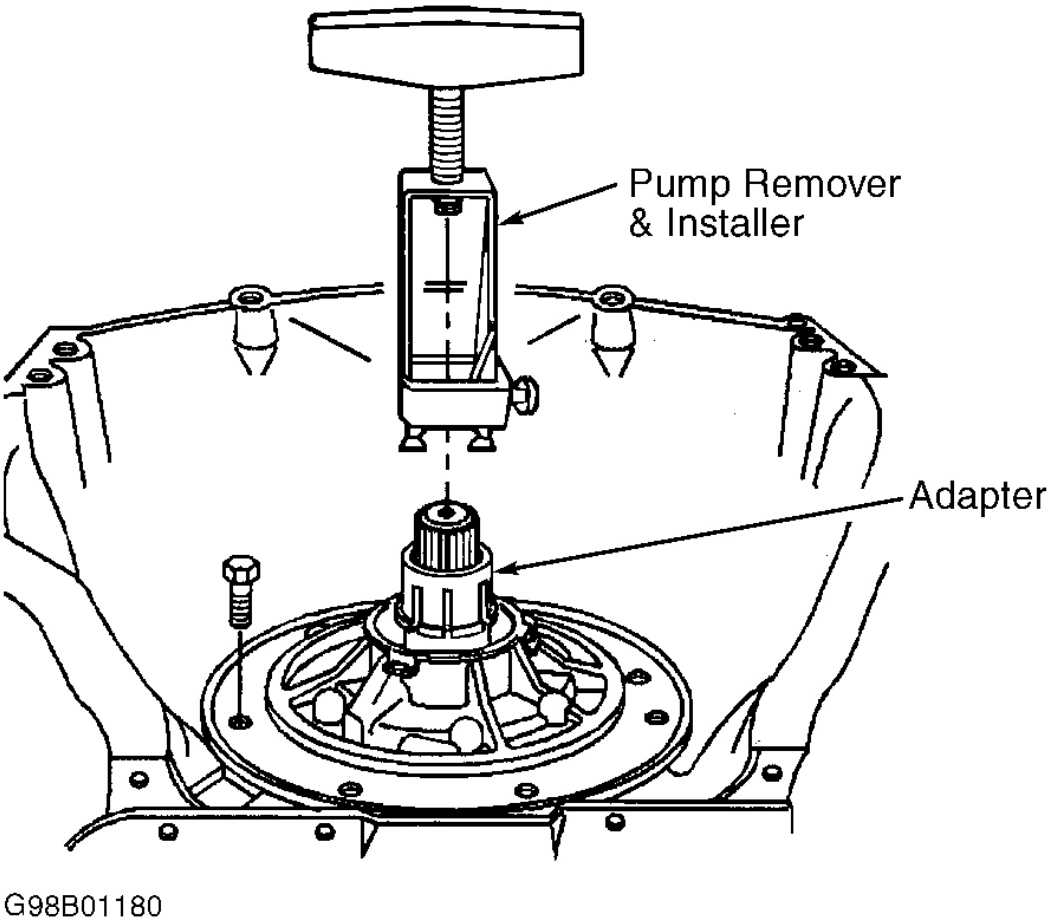

Fig. 18: Removing Oil Pump Assembly
1. Ensure TCC solenoid assembly and oil filter are removed before oil pump removal. Remove turbine shaft "O" ring. Remove oil pump retaining bolts. Using Oil Pump Remover (J-37789-A) and Adapter (J-39119), pull oil pump assembly free from case. See **Fig. 18** .